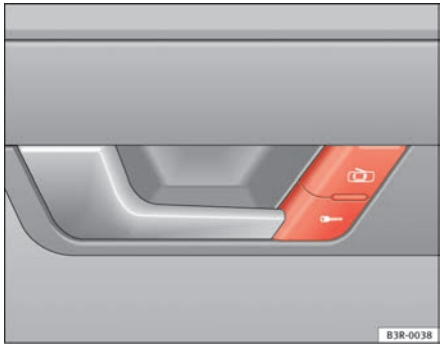

Fig. 71 Detail of driver door: Central locking switch
– Press the ⇒ fig. 71 ⇒ button.